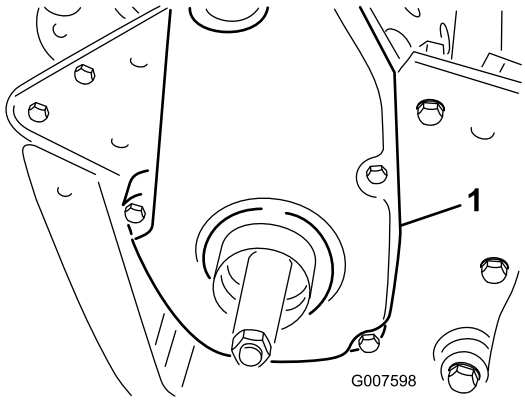

**Figur 40**
1. Ta bort fästskruvarna på remkåpan och sedan remkåpan så att remmen blir synlig (Figur 40).